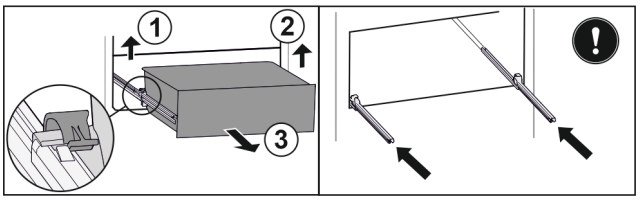

Fig. 149
- ▶ Ridicați clema din stânga și trageți concomitent sertarul din stânga spre înainte. *Fig. 149 (1)*
- ▶ Ridicați clema din dreapta și trageți concomitent sertarul din dreapta spre înainte. *Fig. 149 (2)*
- ▶ Extrageți sertarul spre înainte. *Fig. 149 (3)*